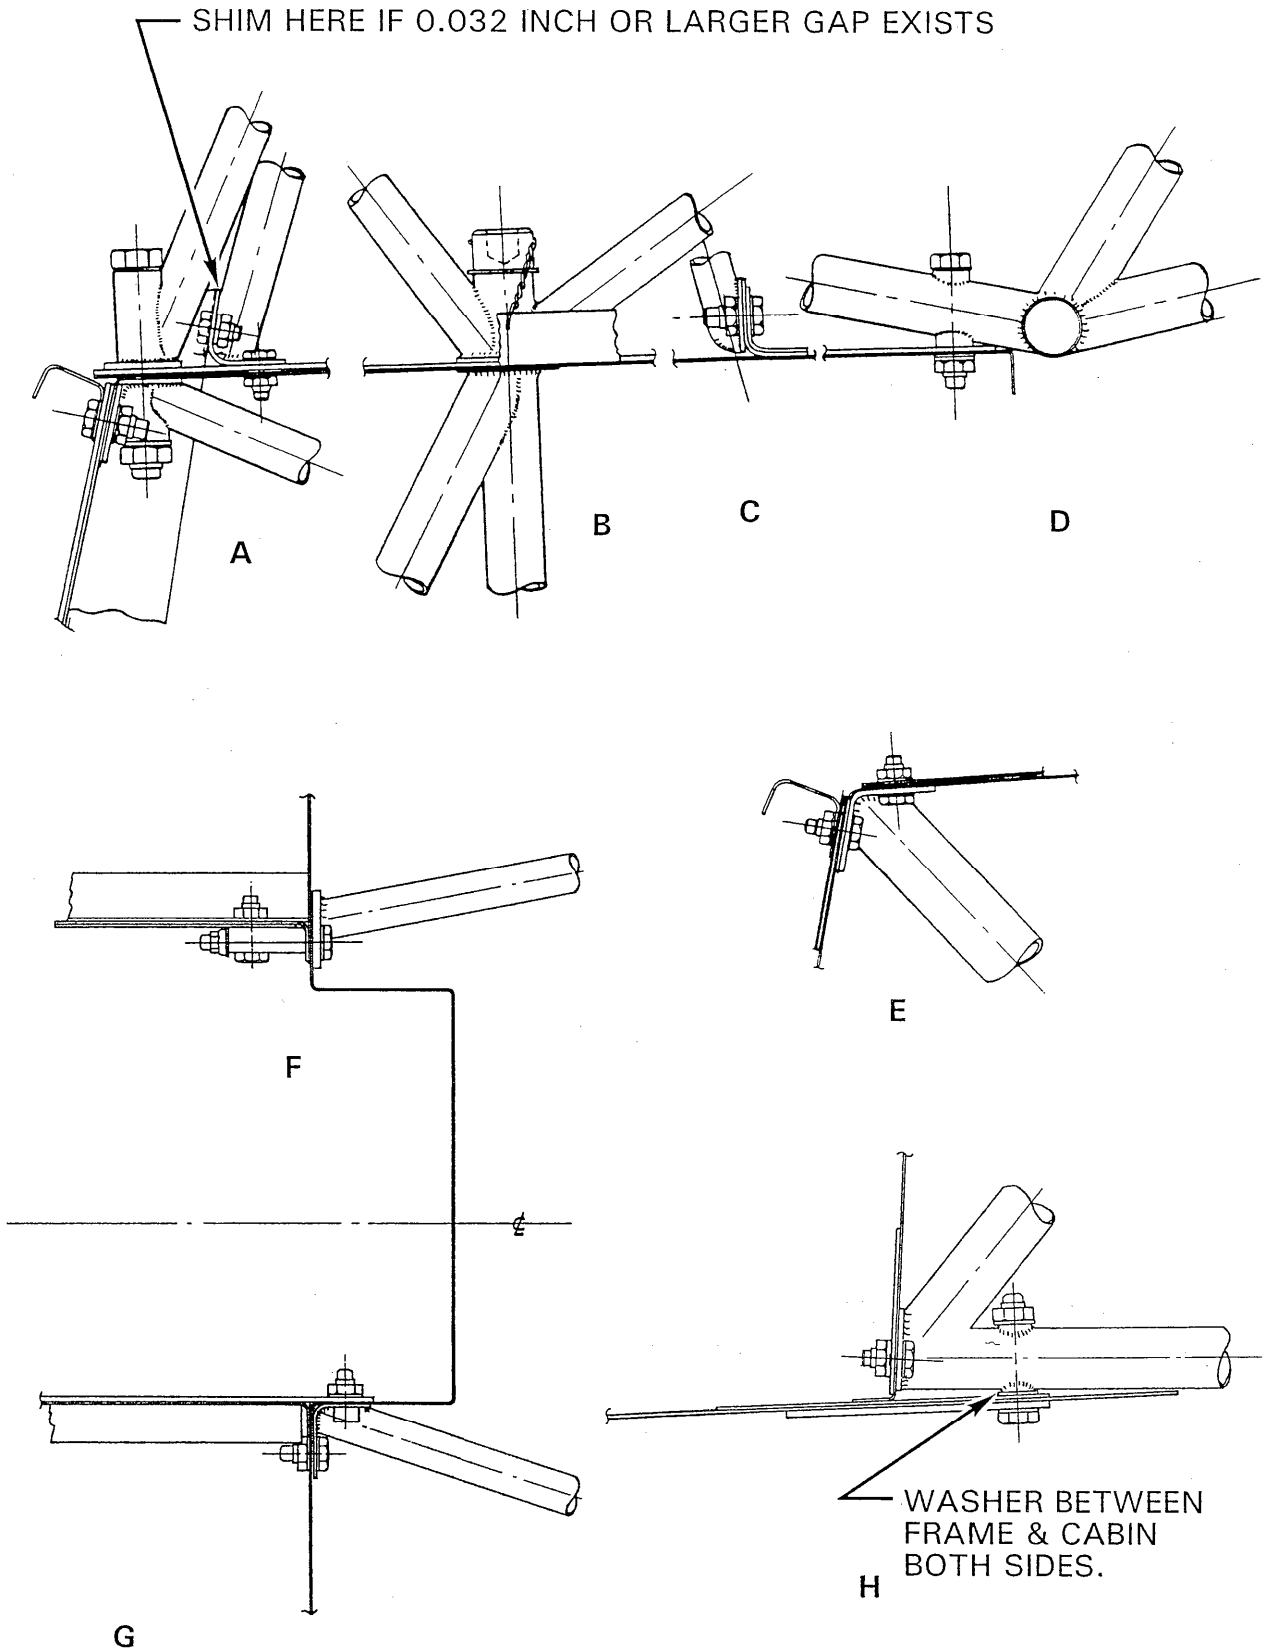

FIGURE 4-1 FRAME-TO-CABIN ATTACHMENTS
The outboard support of the frame requires a washer between the frame and the fuselage skin. (See Fig. 4-1 View H)
f) Measure gap on the upper frame. Shim as required (see Fig. 4-1 View A)
g) Install the four attaching bolts in forward support. Do not install washers under the two B238-1 bolt heads in the push-pull tube tunnel. Torque the four bolts to 40 in.-lb plus nut drag (see Fig. 4-1 View A).